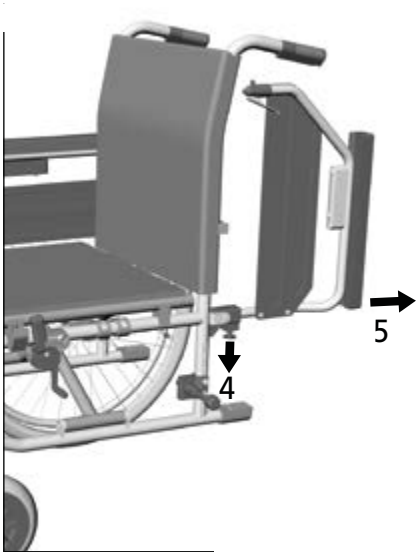

afb.7
2. Trek de achterste pen aan de klem omlaag (4, afb. 7)